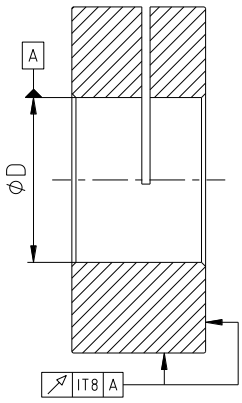

Bild 16: Rund- und Planlaufgenauigkeit
- Bei Herstellung der Nabenbohrung durch den Kunden ist die Rund- bzw. Planlaufgenauigkeit (siehe Bild 16) einzuhalten.